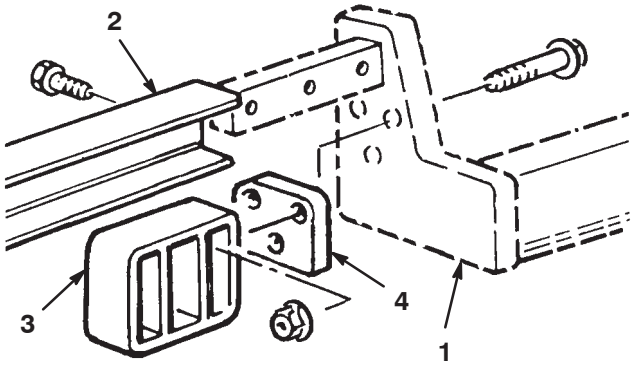

Figuur 5
3. Monteer een achtersteun op elke hefarm met 3 tapbouten (3/8 x 2 inch), afstandsstukken en flensmoeren zoals wordt getoond in Figuur 5.